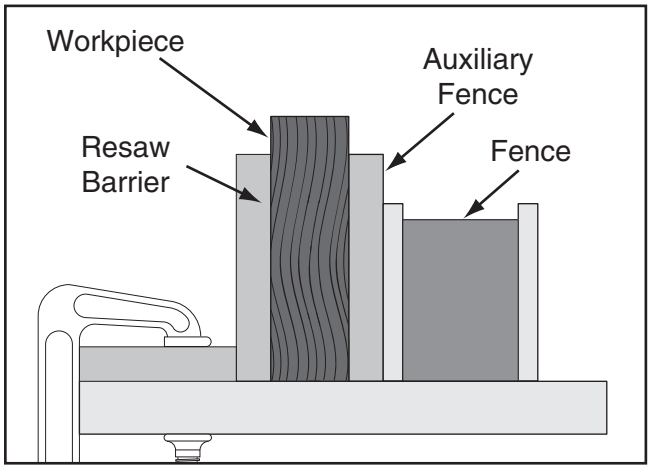

Figure 77. Ideal resaw workpiece setup.
5. Place workpiece against auxiliary fence and slide resaw barrier against workpiece, as shown in **Figure 77**. Now clamp resaw barrier to top of table saw at both ends.